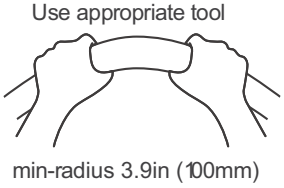

Fig. 14 —Bend Tubing
1. Carefully bend the tubing in the middle according to Fig. 14.